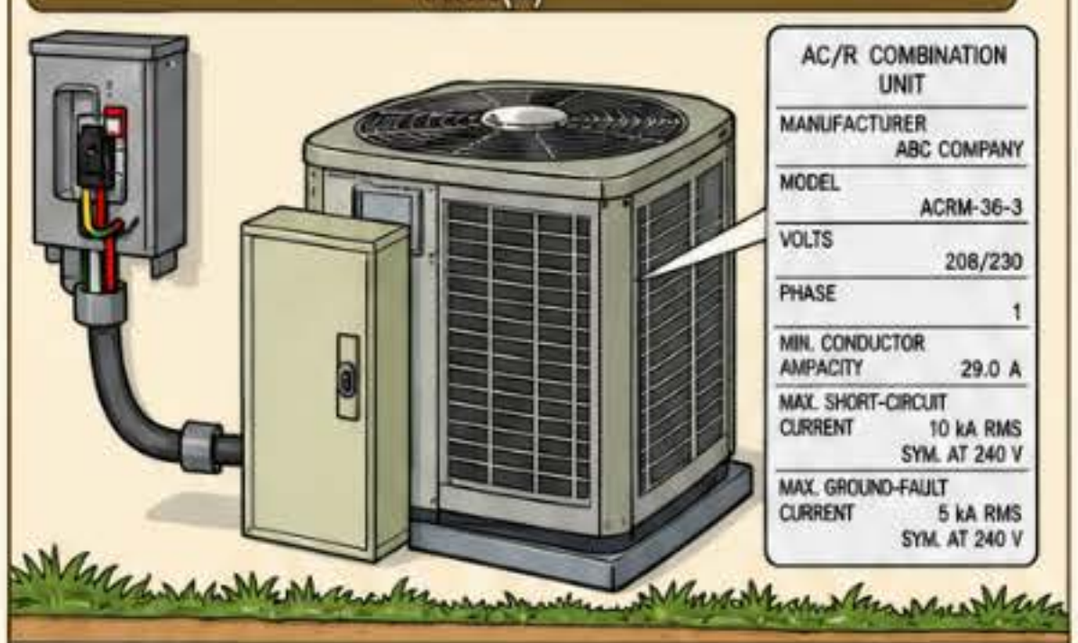

Figure 440-3
(B) Multimotor and Combination-Load Equipment. Multimotor and combination-load air-conditioning and refrigeration equipment must have a definite nameplate affixed with the manufacturer's name, rating in volts, number of phases, minimum conductor ampacity, and the maximum rating of the branch-circuit short-circuit and ground-fault protective device. ▶ **Figure 440-3**